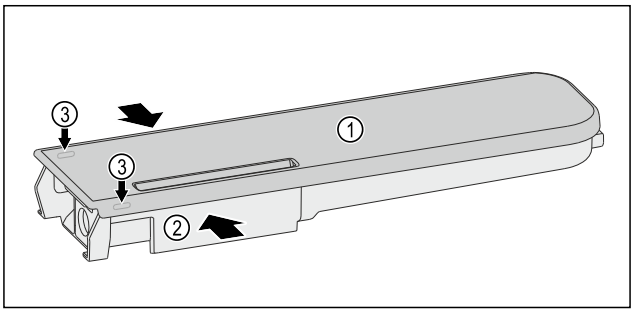

Fig. 130
▶ Presați rezervorul de apă *Fig. 130 (2)* împreună și trageți cu grijă capacul *Fig. 130 (1)* peste ciocurile opritoare *Fig. 130 (3)* și trageți-l în sus.
▶ Mișcați ușor capacul *Fig. 130 (1)* înainte și înapoi și scoateți-l în sus.